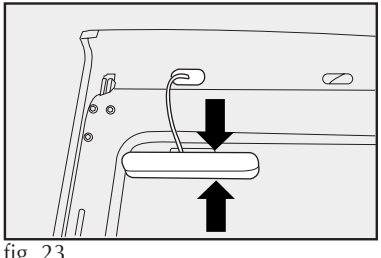

fig. 23
1) Presione en los puntos indicados por las flechas **fig. 23** y saque la tapa trasera del brake light.